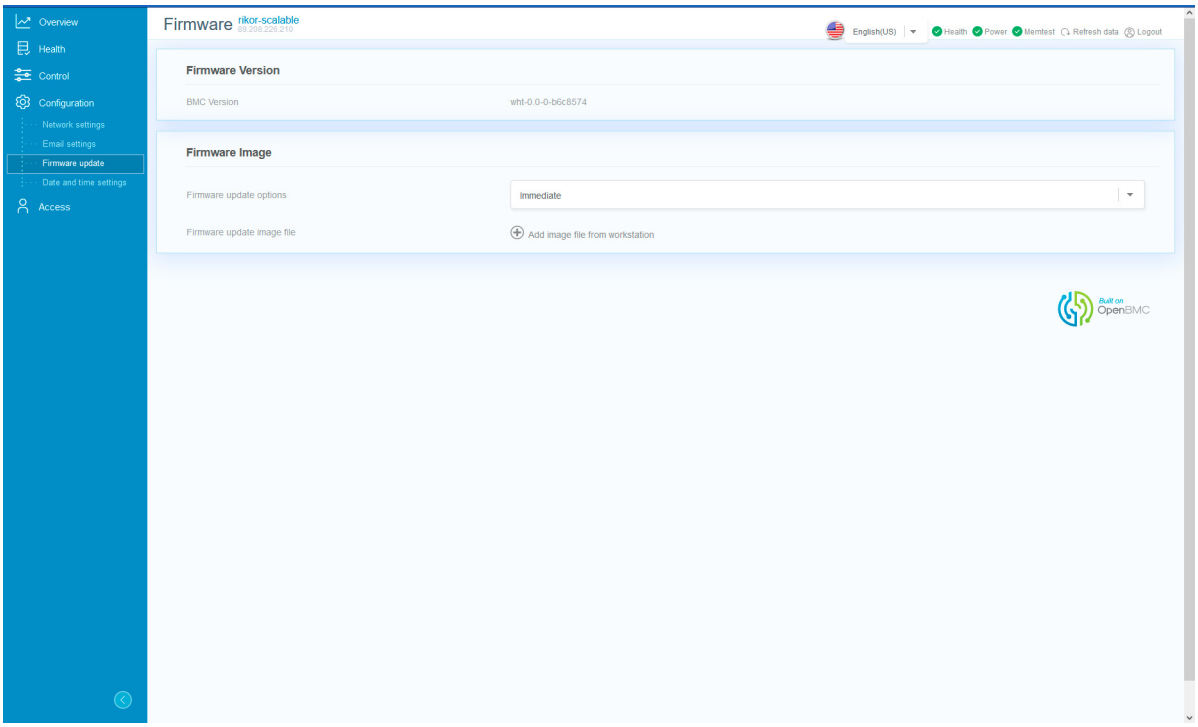

Рис. 88. Меню Firmware update
2) Пройдите во вкладку «Configuration» → «Firmware update». Окно показано на рис. 88 Меню Firmware update